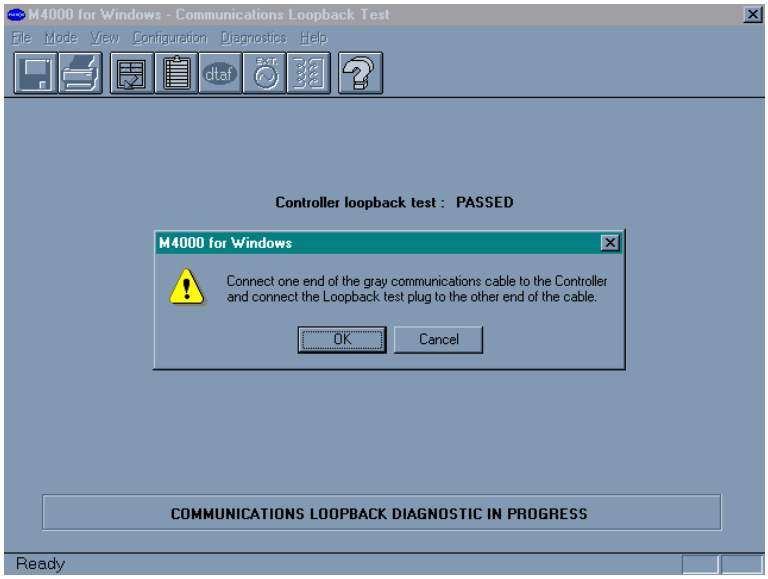

Figure 4.21 Communications Loopback Test, First Result
A screen like that shown in Figure 4.21 will appear when the first test is complete. In this example the first loopback test passed.
2. Follow the directions provided in Figure 4.21, i.e., remove the test plug and connect the communications cable in its place, then attach the other test plug to the far end of the cable. Press **OK** to continue.